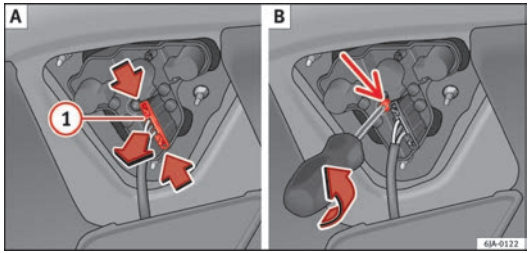

Fig. 163 Remove the bulb holder
– Access the lights by disconnecting the connector (1) ⇒ Fig. 163 A and unscrewing the bulb holder ⇒ Fig. 163 B. Take care not to lose the bulb holder retaining screw.